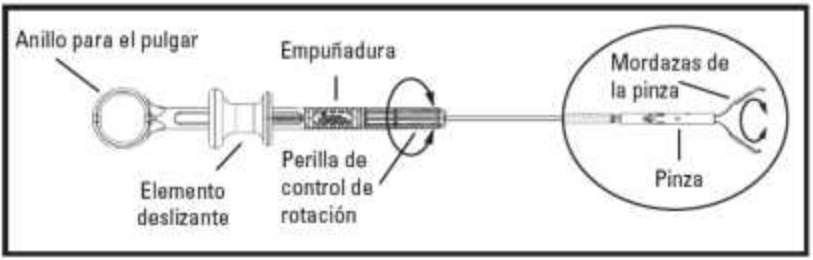

Figura 3. Rotación de la empuñadura
2. Si es necesario posicionar la pinza de otra manera, esta puede girarse usando cualquiera de los siguientes dos métodos (consulte la Figura 3):